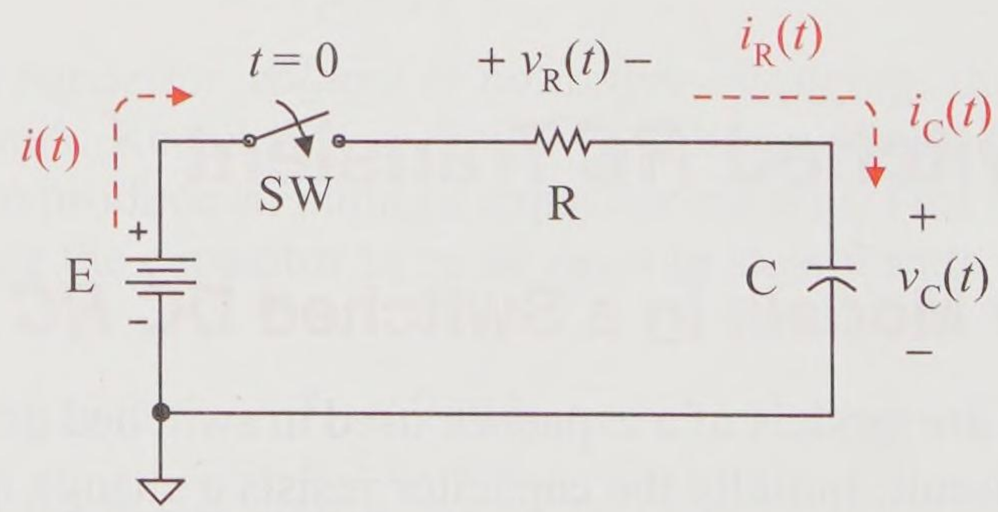

Figure 14-6 Basic *RC* transient circuit
There are three distinct activities or phases in a dc transient: (1) initial circuit with its initial values, (2) the steady state circuit and its steady state values, and (3) the transient state as the voltages and currents go from their initial values to their steady state values. Initial and steady state circuits are relatively straightforward to analyze. Calculus provides the solution for the transient expressions of voltages and currents. Using the simple *RC* circuit of Figure 14-6, let's perform basic circuit analysis.